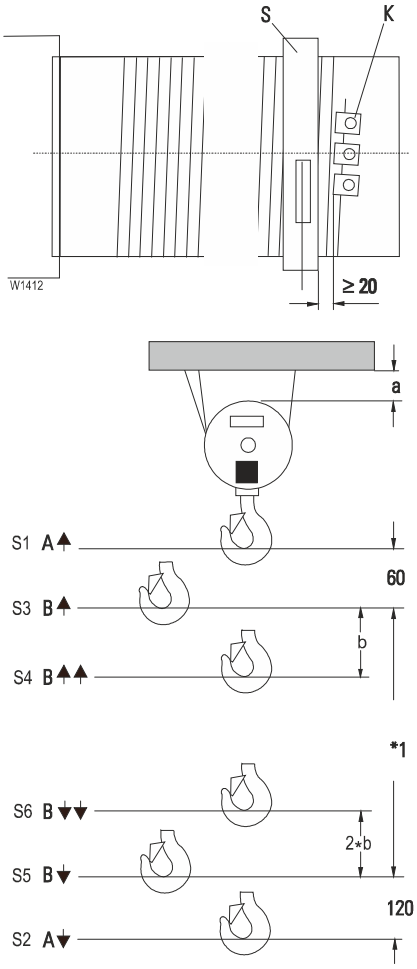

Рис. 81.
7. Минимальное расстояние между направляющим кольцом каната (S) и зажимами (K) для закрепления каната = 20 мм, см. Рис. 81., по ситуации отрегулируйте концевой выключатель хода заново, см. стр. 72.
3. Минимальное расстояние 120 мм между точкой переключения (B↓) и (A↓), см. Рис. 81.; по ситуации отрегулируйте концевой выключатель хода заново, см. стр. 72.